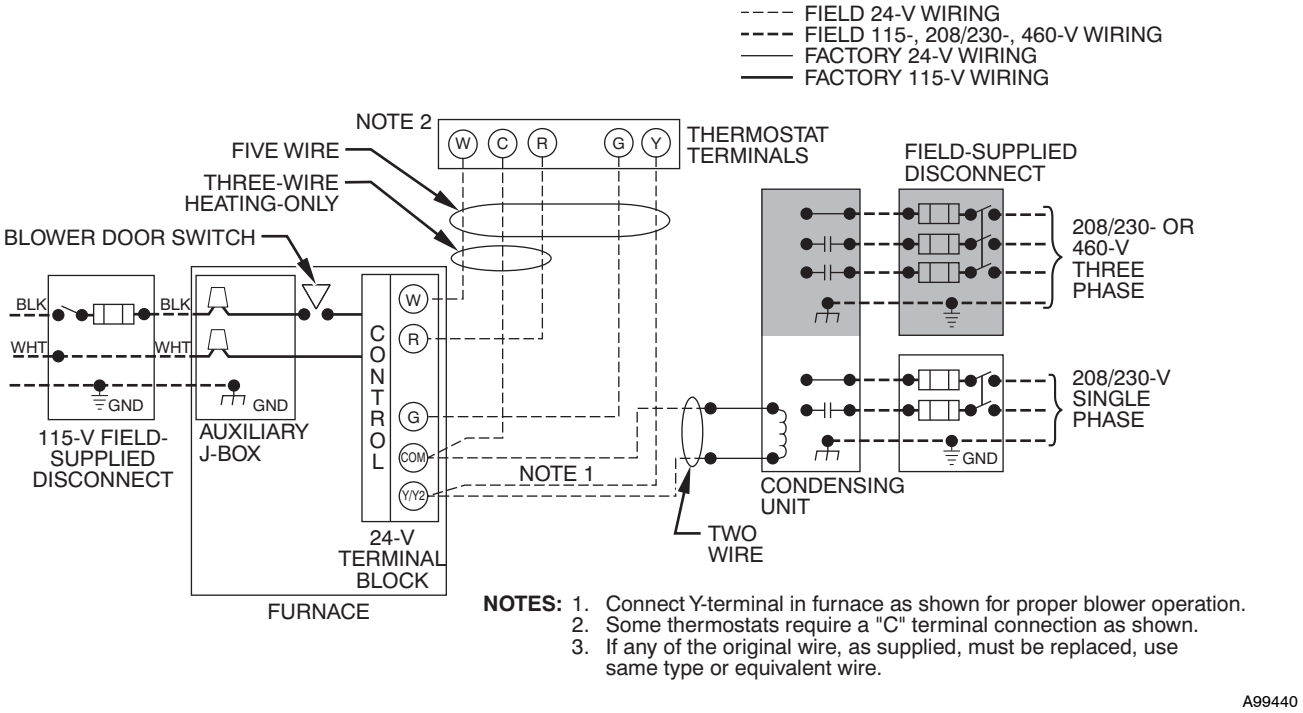

Fig. 34 - Typical Single-Stage Wiring Diagram
See Fig. 34 for field wiring diagram showing typical field 115-v wiring. Check all factory and field electrical connections for tightness.
7. Connect field power and neutral leads to furnace power leads as shown in Fig. 34.
6. Connect power cord power and neutral leads to furnace power leads as shown in Fig. 34.
5. Connect field power and neutral leads to furnace power leads. as shown in Fig. 34.
Make field 24-v connections at the 24-v terminal strip. See Fig. 35. Connect terminal Y/Y2 as shown in Fig. 34 for proper cooling operation. Use only AWG No. 18, color-coded, copper thermostat wire.